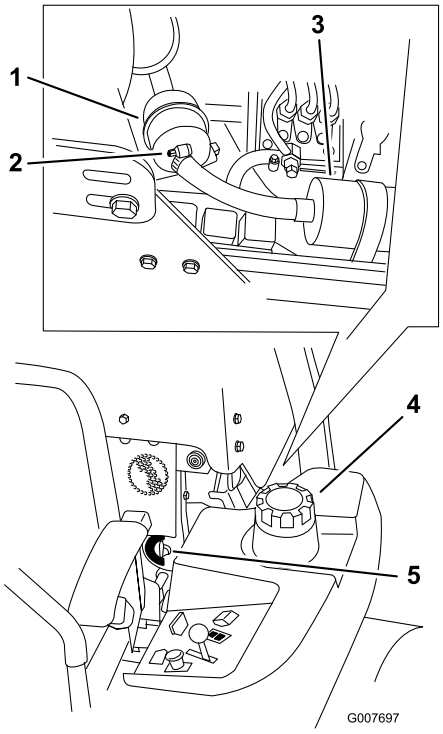

Figur 42
4. Luk brændstofafbryderventilen(Figur 42).
5. Løsn de to slangeklemmer, og kobl brændstofledningerne fra brændstoffilteret (Figur 42).
6. Sæt et nyt filter i. Kobl brændstofledningerne til brændstoffilteret, og monter de to slangeklemmer (Figur 42).